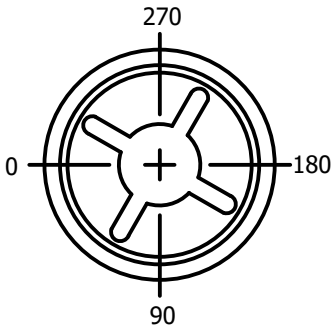

FIGURE 7
g. THE BEARING PLATE SHALL HAVE AN OPENING. (SEE FIGURE 7)